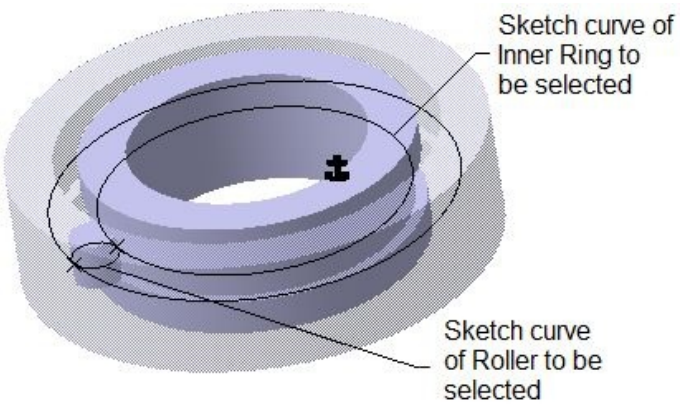

Figure 16-93 *Sketch curves selected for the* ***Roll Curve Joint*** *each other.*
3. Make the Planar face 1 and the Planar face 3 coplanar by using the **Coincidence Constraint** tool, refer to Figure 16-93.
6. Finally, apply **Coincidence Constraint** between Planar face 2 and Planar face 4, refer to figure 16-93.
The final assembly of the Roller Curve mechanism looks similar to the one shown in Figure 16-93. In this figure, the transparency of the Outer Ring is changed for better visualization.
2. Select the sketch curve of the Inner Ring, as shown in Figure 16-93; you are prompted to select the second curve.
3. Select the sketch curve of the Roller, as shown in Figure 16-93.